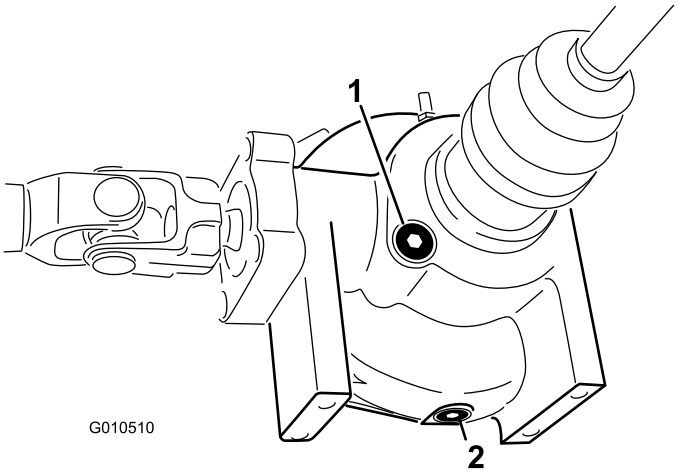

Figuur 50
2. Reinig de omgeving van de vul-/controleplug op de zijkant van het differentieel (Figuur 50). Plaats een opvangbak onder de aftapplug.